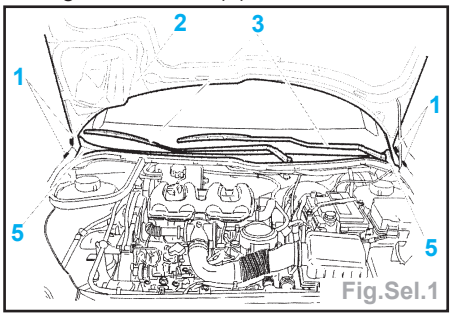

Fig.Sel.1
- Déposer (Fig.Sel.1) :
- les fixations (1) de capot,
- le capot (2),
- les ensembles bras-raclettes (3) à l'aide d'un extracteur,
- la grille d'auvent (5).